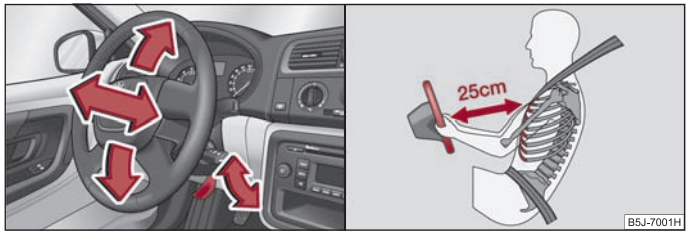

Fig. 93 Volante regulable: Palanca debajo de la columna de dirección / distancia segura desde el volante
- Gire la palanca situada debajo del volante hacia abajo ⇒ fig. 93 - lado izquierdo ⇒ ⚠.
- **El conductor se ha de mantener a una distancia mínima de 25 cm del volante ⇒ fig. 93 – lado derecho. Si no respeta la distancia mínima, el sistema de airbag no podrá protegerle – ¡Peligro de muerte!**